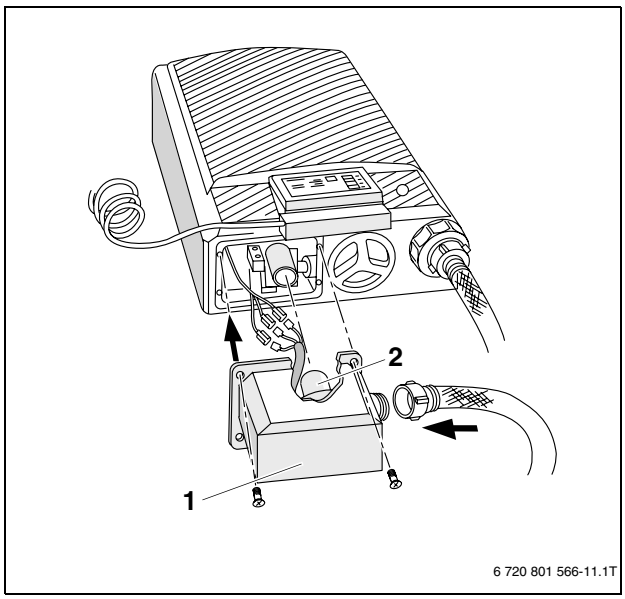

Рис. 12 Установка модуля повышения давления
- Соедините провод от корпуса насоса с проводом модуля повышения давления (→ рис. 12).
- Установите модуль повышения давления (→ рис. 12, [1]) так, чтобы вложенное уплотнительное кольцо (→ рис. 12, [2]) в его штуцере наделось на штуцер корпуса насоса.
- Совместите отверстия в корпусе насоса с отверстиями фланца и закрепите модуль повышения давления (→ рис. 12, [1]) 4 винтами к корпусу насоса.